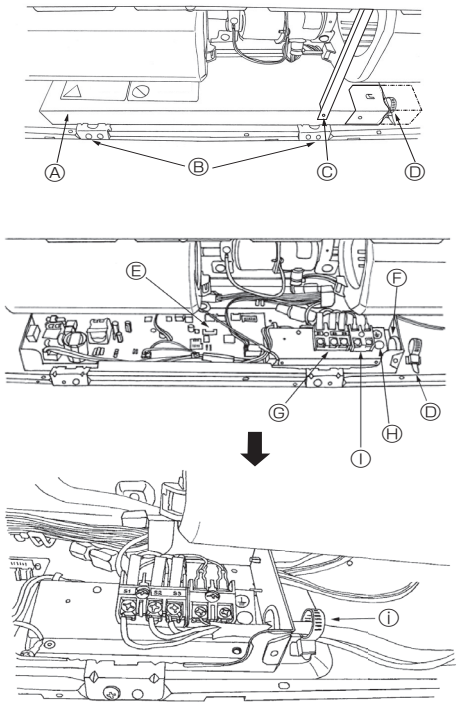

Fig. 6-1
6.1. Elektrische Verdrahtung (Fig. 6-1)